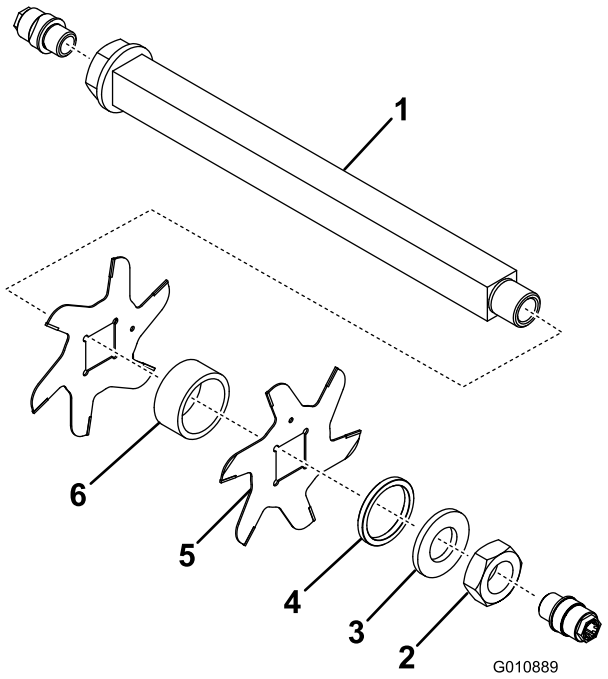

Figur 11
3. Ta bort den lilla distansbrickan, brickan, knivarna och de stora distansbrickorna. Rengör och smörj den fyrkantiga axeln med ett tunt lager fett för att underlätta monteringen (Figur 11).